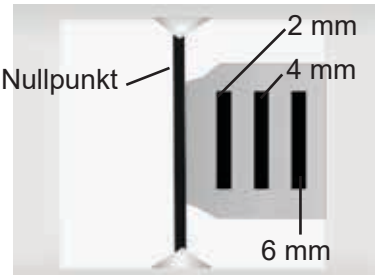

Abbildung OC-2 Detailansicht der optischen Ausrichtungsvorrichtung für die Hornhaut
11. Schauen Sie von der Vorderseite des Geräts in die optische Ausrichtungsvorrichtung für die Hornhaut. Die oberen und unteren Anhaltspunkte sollten exakt mit der schwarzen Linie im Spiegel übereinstimmen. Dies ist der Nullpunkt, der einen Abstand von 13,75 mm vom Scheitelpunkt der Hornhaut des Patienten anzeigt. Ebenfalls sichtbar sind drei Rautensymbole, die jeweils 2 mm additiven Abstand darstellen. Siehe Abbildung OC-2.